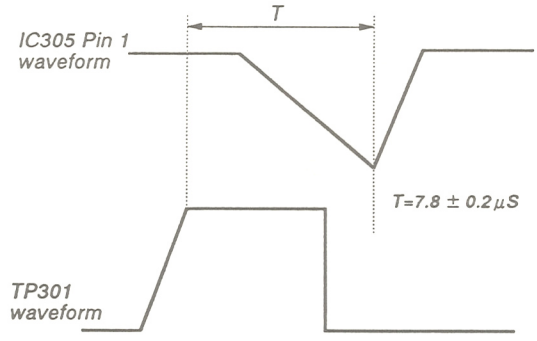

Fig. 11
4. Adjust [BGP WIDTH] so that the output waveform has the relationship shown in Fig. 11.